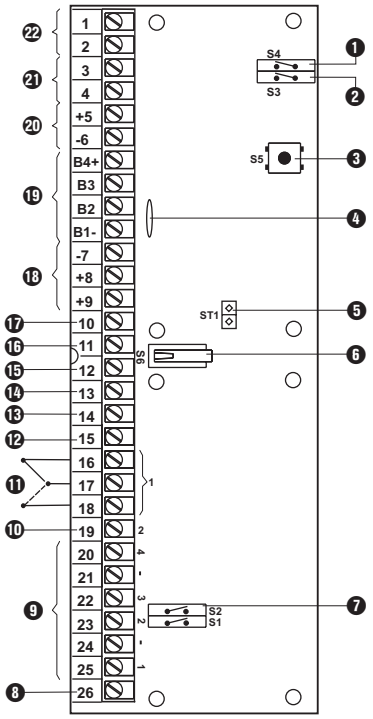

Rys. 1
3.1 Widok ogólny (rys. 1)
- ❶ Przełącznik dla funkcji «automatycznego bocznikowania»
- ❷ Przełącznik dla typu czytnika
- ❸ Klawisz adresowania
- ❹ Bezpiecznik termiczny 12 V; 650 mA
- ❺ Łącznik wtykowy do zewnętrznego zestyku sabotażowego
- ❻ Zestyk sabotażowy
- ❼ Przełącznik do programowania wejść alarmów włamaniowych
- ❽ Wejście «stand alone»
Czytnik kart 1	Wejście "stand alone" (❽ rys. 1)
Złącze sabotażowe (rys. 1; ❺) musi być podłączone do zewnętrznego zestyku sabotażowego lub zostać zwarte.
W trybie «stand alone» ważna karta (kod lokalizacji) odczytywana przez czytnik 1 (rys. 1; ❷❷),
spowoduje bezpośrednią aktywację wyjścia przełącznika 1(rys. 1; ❶❶) na 5 sekund.
W trybie «auto shunt» aktywacja wyjścia 1(rys. 1; ❶❶) obchodzi wejście 1 (rys. 1; ❾) aż do ponownego osiągnięcia stanu równowagi.
Jeżeli wejście 1 nie znajdzie się w stanie równowagi po upływie 30 sek. aktywacji ulegnie wyjście brzęczyka (rys. 1; ❶❺).
Wyjscie 'Auto-Shunt function' (❶❷ rys.1) typu OC (Open Collector) jest tak dlugo aktywne jak dlugo LINIA 1 (Wejscie 1) jest ominieta (obchodzona).